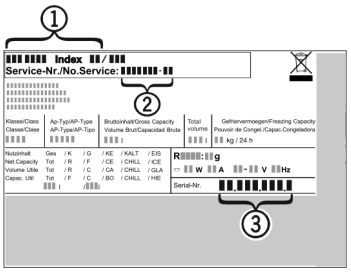

Fig. 3
▶ Gerätebezeichnung *Fig. 3 (1)*, Service-Nr. *Fig. 3 (2)* und Serial-Nr. *Fig. 3 (3)* vom Typenschild ablesen. Das Typenschild befindet sich an der linken Geräteinnenseite.
▶ Den Kundendienst benachrichtigen und den Fehler, Gerätebezeichnung *Fig. 3 (1)*, Service-Nr. *Fig. 3 (2)* und Serial-Nr. *Fig. 3 (3)* mitteilen.